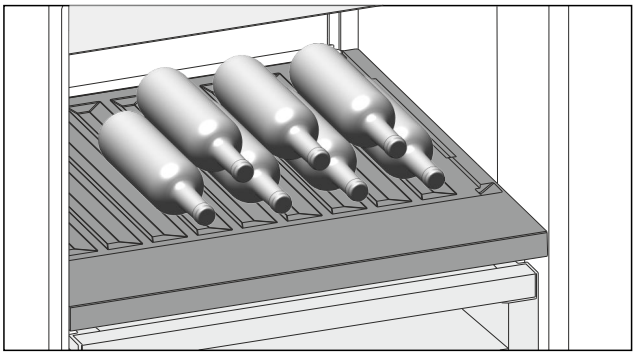

*Fig. 165 Voorbeeldweergave*
▶ Flessen met de bodem naar achteren tegen de achterwand plaatsen. (zie Fig. 165)